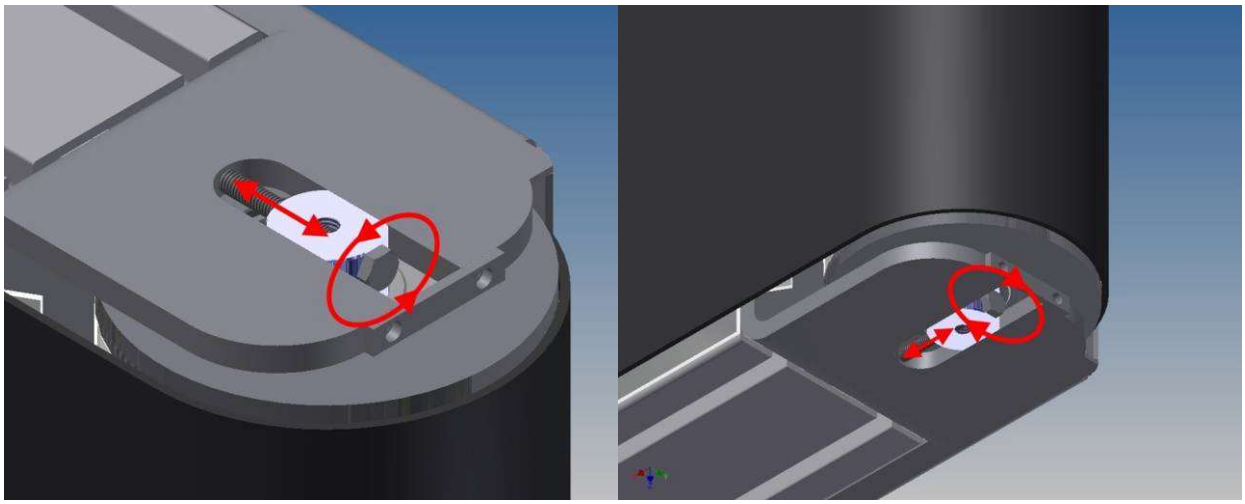

Figura 70: Regolazione del rullo di rinvio.
Per tendere il tappeto, agire sulle viti di regolazione inserite sull'albero del rullo stesso, come mostrato in Figura 70.
3. allentare le viti di regolazione del rullo di rinvio (vedere Figura 70) in modo da regolare il rullo sulla posizione più interna, riducendo il più possibile la tensione del tappeto;